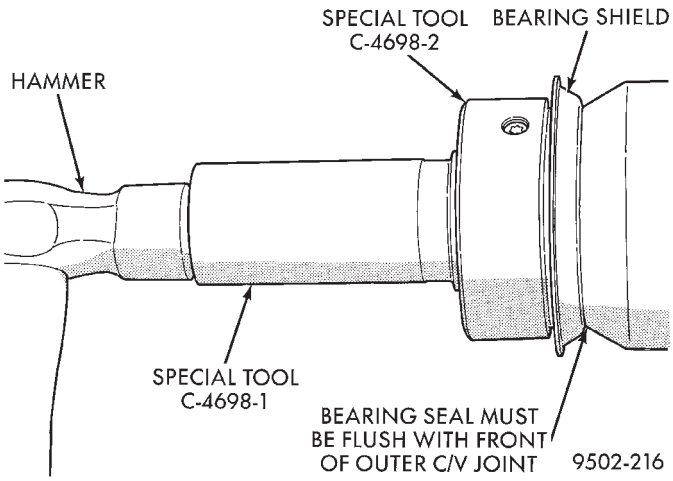

Fig. 44 Correctly Installed Bearing Shield
(3) Using a hammer, drive the bearing shield on the outer C/V joint until it is flush against the front of the outer C/V joint (Fig. 44).